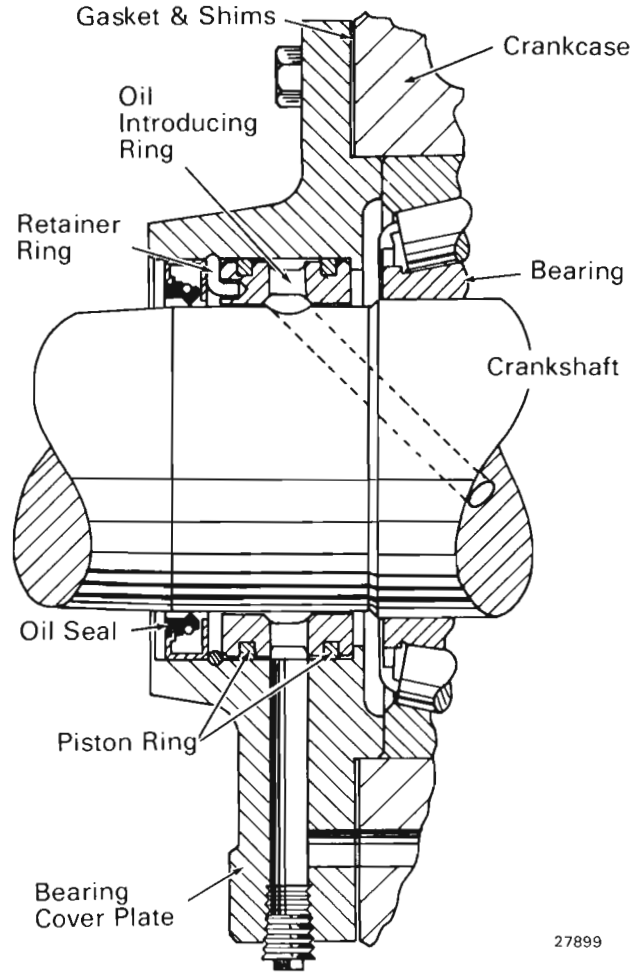

Fig.23 - Gear-Pump Compressor Oil Introducting Assembly
1. On compressors equipped with plunger-type oil pump, install the oil seals in the end plates as explained in the "Crankshaft" section of this publication. On models equipped with gear-type oil pump, Fig. 23, first install the oil introducing ring, piston rings, and retainer rig in the end plate, making sure that the retainer ring snaps firmly in place. Then install the oil seals.